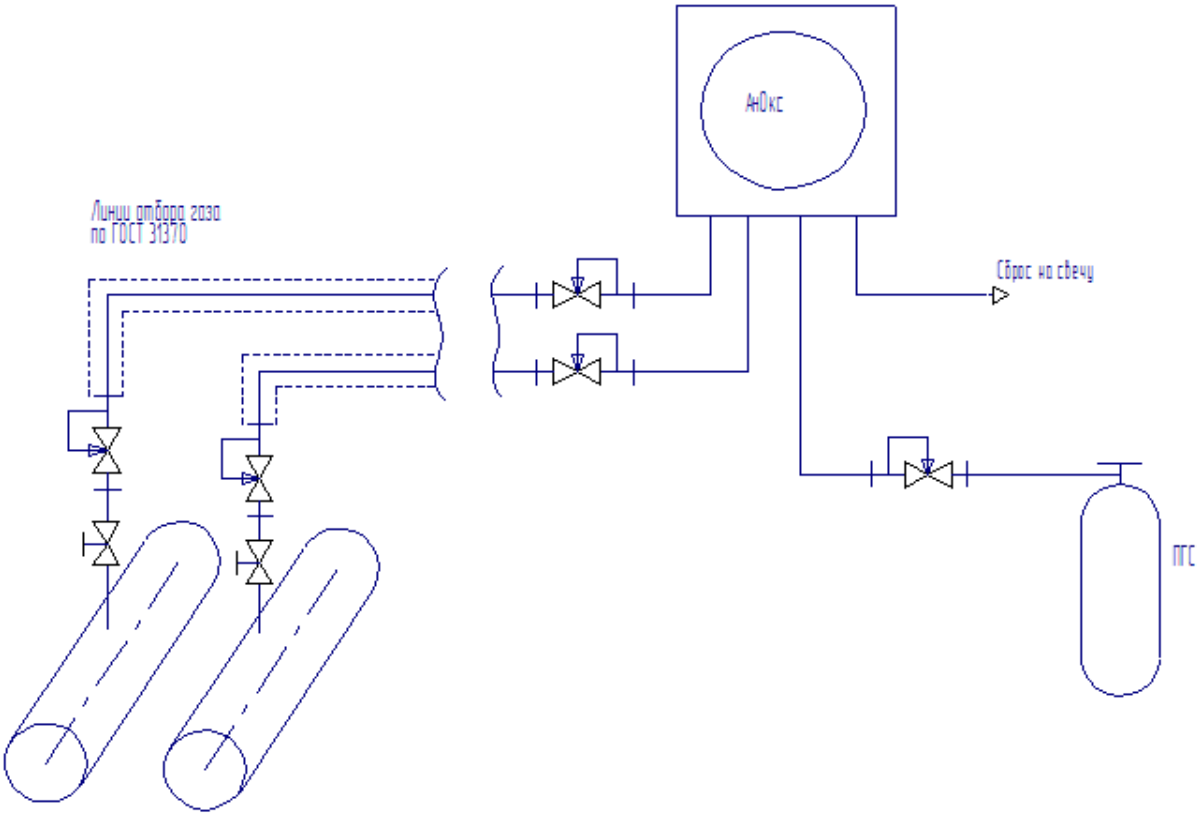

Рис.9 Подсоединение анализатора на месте установки
2.3.3 В каждой газовой линии должны быть установлены регуляторы давления для регулировки расхода газа, настроенные на выходное давление 0,05-0.1 МПа, как показано на рис.9. Расход газа можно контролировать после подключения анализатора. На дисплее отражается текущий расход газа в выбранном канале. Регуляторы давления и сами линии перед подключением должны быть продуты анализируемым газом или ПГС для удаления воздуха.